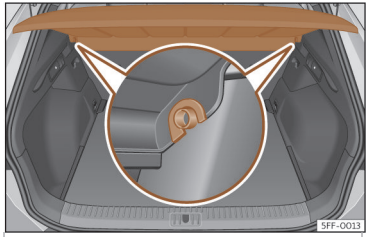

Abb. 112 Im Gepäckraum: Gepäckraumabdeckung aus- und einbauen.
- Drücken Sie die Abdeckung aus den Seitenhalterungen››› **Abb. 112** aus, indem Sie diese nach oben ziehen und herausnehmen.
- Führen Sie die Abdeckung horizontal ein, so dass das „Hufeisen“ über den Achsen der Halter››› **Abb. 112** liegt und drücken Sie die Abdeckung nach unten, bis sie einrastet.